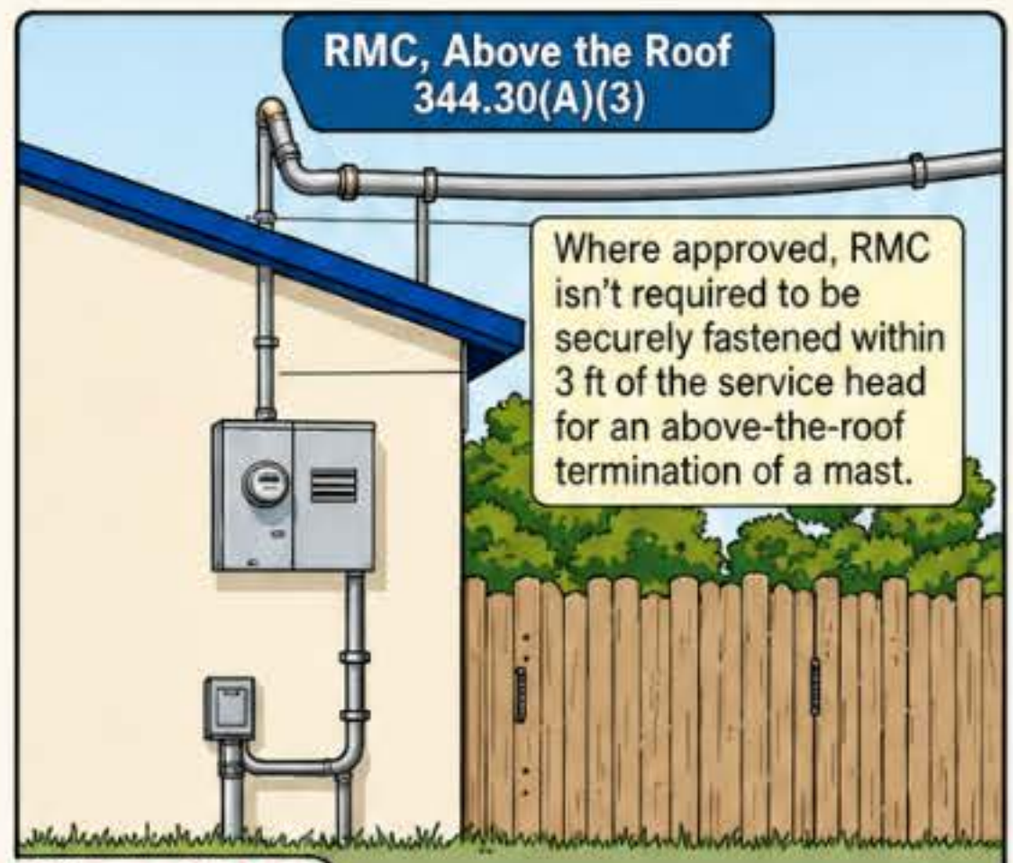

Figure 344-8
(3) Where approved, RMC is not required to be securely fastened within 3 ft of the service head for an above-the-roof termination of a mast. ▶ Figure 344-8